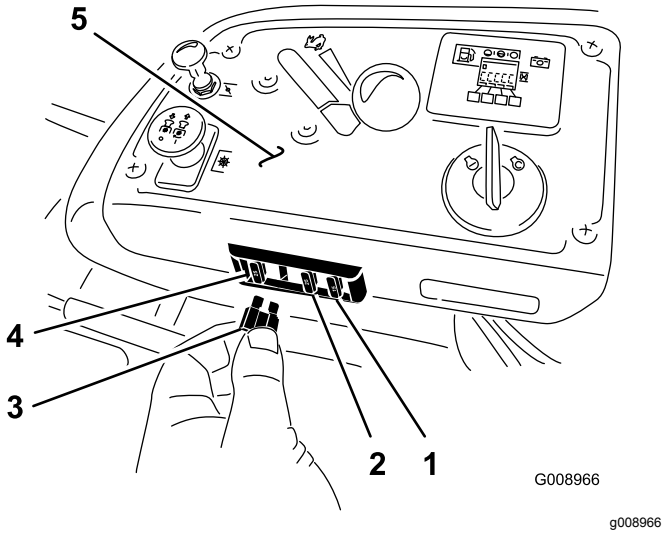

**Figuur 66**
1. De zekeringen bevinden zich op het bedieningspaneel aan de rechterkant van de stoel (Figuur 66).
3. Monteer een nieuwe zekering (Figuur 66).